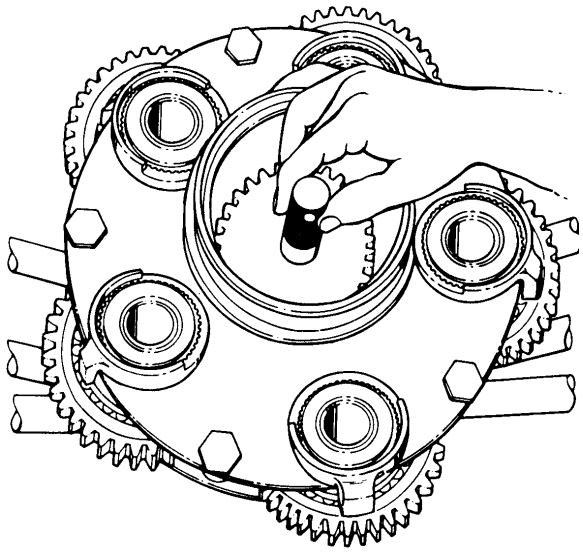

Figure 34. Removing 6796014 Planetary Gear Indexing Plate
o. Remove 6796014 planetary gear indexing plate (figure 34).